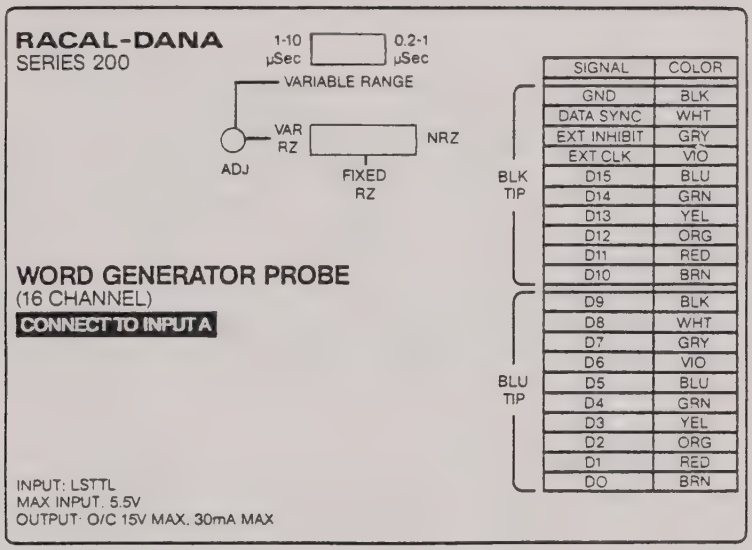

Figure 6.8 - Word Generator Information on Pod Housing
6.3.9.1.1 The external **Word Generator Probe** is a single-pod configuration incorporating all 16 data lines as well as external clock, external inhibiting, data synchronizing and ground lines. All signal line designators and color-codes for the 20-lead ends appear for operator reference on the outside of the pod housing as shown below in Figure 6.8.